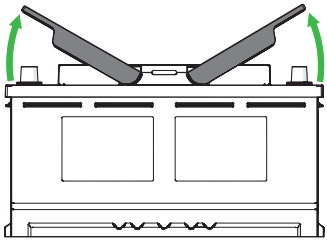

Abbildung 9. Heben Sie die Griffe um 30° an.
a) Heben Sie die Griffe um 30° an. (Abbildung 9)